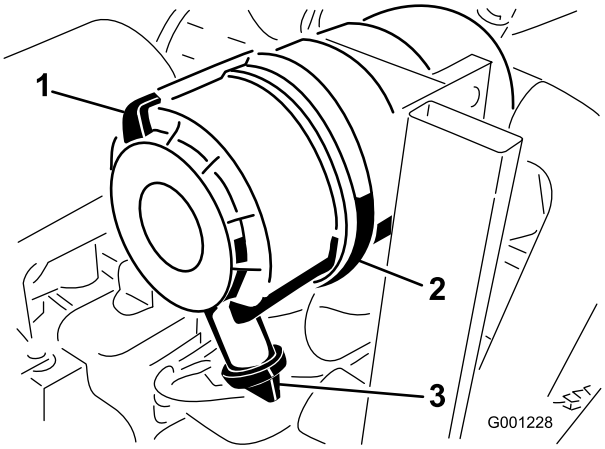

Figur 47
1. Træk låsen udad, og drej luftfilterdækslet mod uret (Figur 47).
2. Fjern dækslet fra luftfilterhuset (Figur 47).
8. Monter dækslet således, at gummiudløbsventilen vender nedad – i en position mellem ca. klokken 5 og klokken 7 set fra enden (Figur 47).